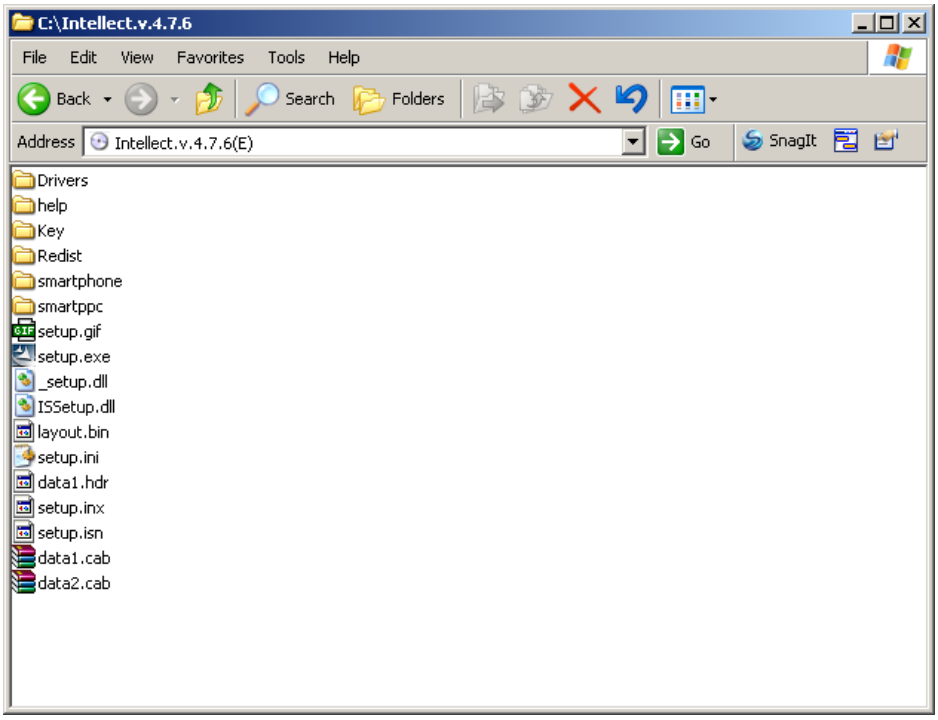

Figure 5.3-9 Interface window displaying INTELLECT installation software
1. Insert the INTELLECT installation disk in the CD-ROM drive and display its contents in a separate window of your PC (Figure 5.3-9).